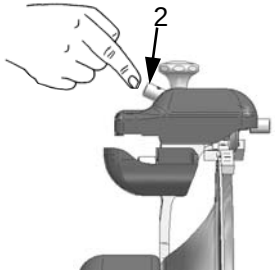

Abb. 38
5.den Schleif-Druckknopf (*Abb.38 Detail 2*) drücken, das Messer für ca. 30-40 Sek. durch die Schleifscheiben laufen lassen, bis sich auf der Klinge ein leichter Schleifgrat bildet;